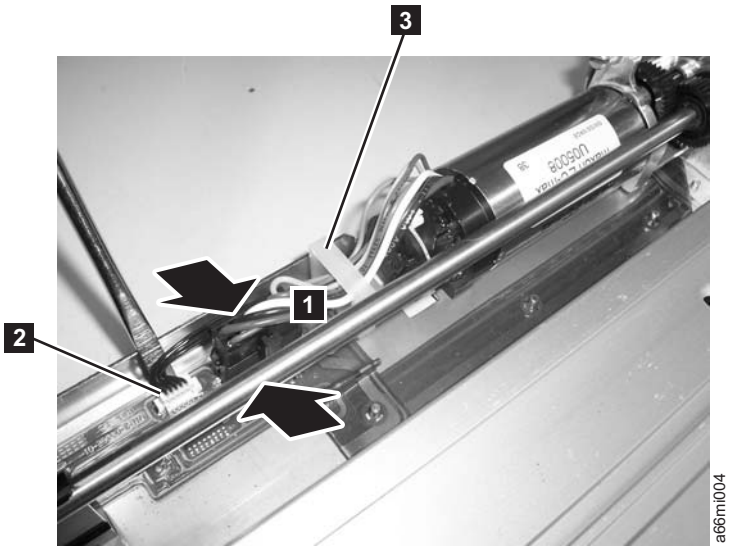

Figure 7-66. Y motor connector
5. See Figure 7-66 on page 7-64. Remove the large black connector.
a. Pinch the latch (**1** in Figure 7-66 on page 7-64) on the cable connector.
6. Use a small flat blade screw driver to pry up the small white connector (**2** in Figure 7-66) gently working the screw driver blade along the entire outside edge of the connector.